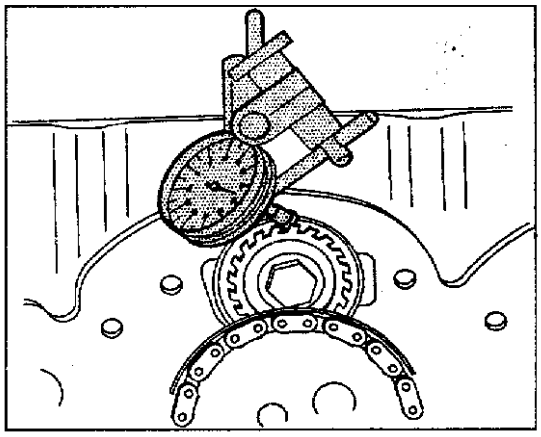

图 1-1-11　测量平衡轴齿隙
(2)见图 1-1-11 所示，测量平衡轴齿隙，齿隙为 0.05~0.13mm。